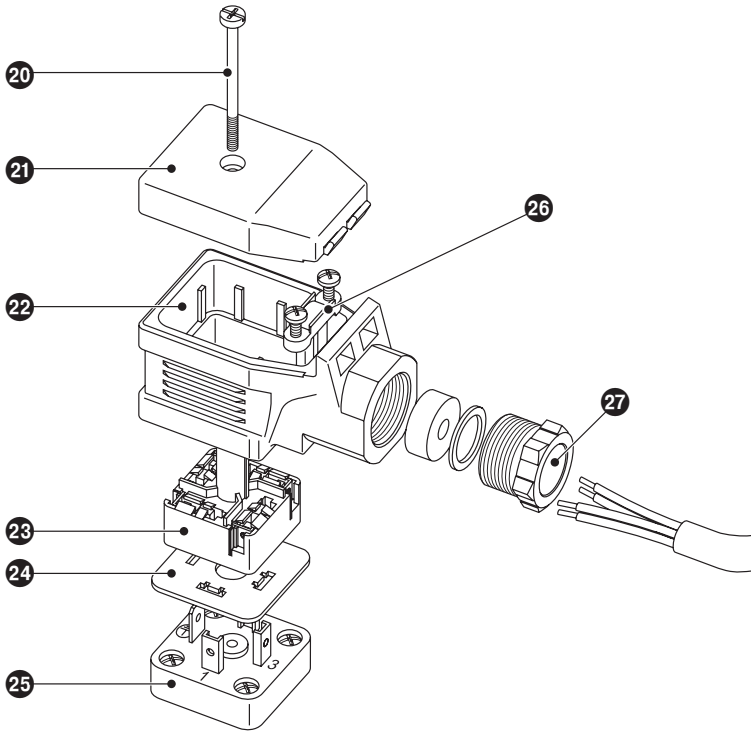

Рис. 7
1. Ослабить винт ⑳. **Рис. 7**